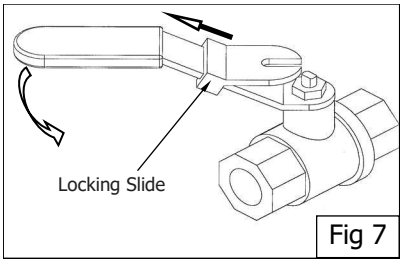

Fig 7
b. While holding the locking slide in the withdrawn position, rotate handle anticlockwise (Fig 7) to open the valve.